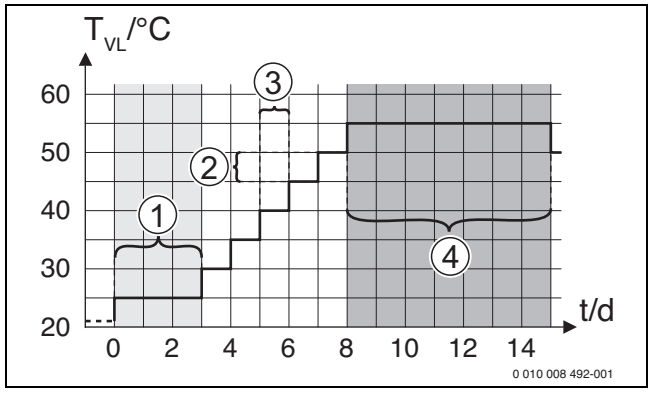
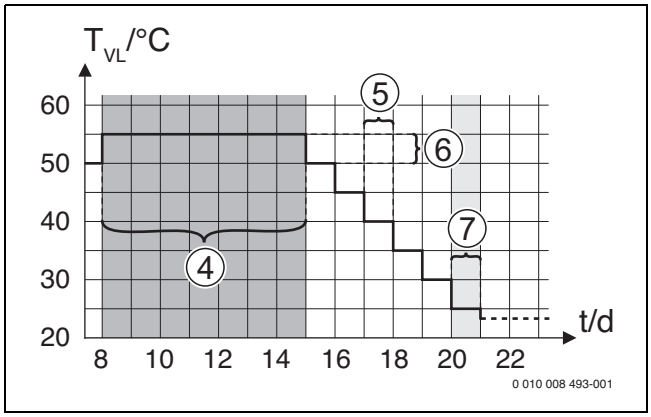

*Bild 7 Ablauf der Estrichtrocknung mit den Grundeinstellungen in der Aufheizphase*
*Bild 8 Ablauf der Estrichtrocknung mit den Grundeinstellungen in der Abkühlphase*
| | 1 ... 50 Tage: Das Estrichtrocknungsprogramm startet nach der eingestellten Wartezeit. Die ausgewählten Heizkreise sind während der Wartezeit ausgeschaltet, der Frostschutz ist aktiv (→ Bild 7, Zeit vor Tag 0). |
| | 1 ... **3** ... 30 Tage: Einstellung für den zeitlichen Abstand zwischen Beginn der Startphase und der nächsten Phase (→ Bild 7, [1]). |
| Startphase Temperatur | 20 ... **25** ... 55 °C: Vorlauftemperatur während der Startphase (→ Bild 7, [1]). |
| | **1** ... 10 Tage: Einstellung für den zeitlichen Abstand zwischen den Stufen (Schrittweite) in der Aufheizphase (→ Bild 7, [3]). |
| Temperatur-Differenz in Aufheizphase | 1 ... **5** ... 35 K: Temperaturdifferenz zwischen den Stufen in der Aufheizphase (→ Bild 7, [2]). |
| Haltephase Dauer | 1 ... **7** ... 99 Tage: Zeitlicher Abstand zwischen Beginn der Haltephase (Haltedauer der Maximaltemperatur bei der Estrichtrocknung) und der nächsten Phase (→ Bild 7, [4]). |
| Haltephase Temperatur | 20 ... **55** °C: Vorlauftemperatur während der Haltephase (Maximaltemperatur, → Bild 7, [4]). |
| | **1** ... 10 Tage: Einstellung des zeitlichen Abstandes zwischen den Stufen (Schrittweite) in der Abkühlphase (→ Bild 8, [5]). |
| Temperatur-Differenz in Abkühlphase | 1 ... **5** ... 35 K: Temperaturdifferenz zwischen den Stufen in der Abkühlphase (→ Bild 8, [6]). |
| | **1** ... 30 Tage: Einstellung des zeitlichen Abstandes zwischen Beginn der Endphase (letzten Temperaturstufe) und Ende des Estrichtrocknungsprogramms (→ Bild 8, [7]). |
| Endphase Temperatur | 20 ... **25** ... 55 °C: Vorlauftemperatur während der Endphase (→ Bild 8, [7]). |
**Legende zu Bild 7 und Bild 8:**